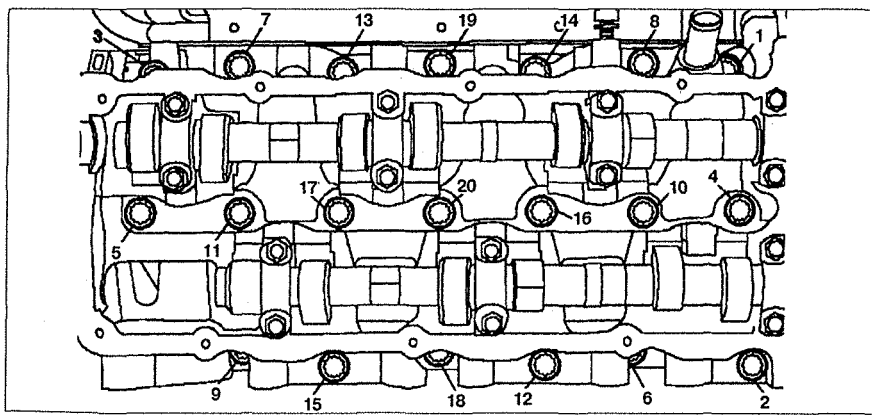

Рис. 3.13. Порядок ослабления болтов головки блока цилиндров.
11. Ослабьте болты **12** крепления головки блока цилиндров к блоку цилиндров **14** (см.рис.3.13).